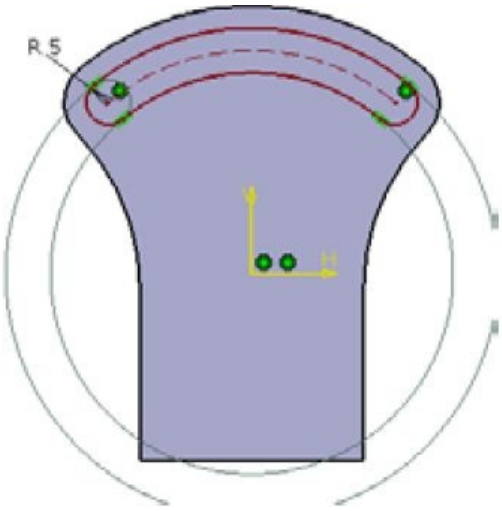

Figure 5-50 *Sketch of the second feature*
b. Create the second feature by extruding the sketch drawn on the front face of the base feature by using the **Pocket** tool, refer to Figures 5-50 and 5-51.
2. Draw the sketch, as shown in Figure 5-50, by using the **Cylindrical Elongated Hole** tool and exit the **Sketcher** workbench.